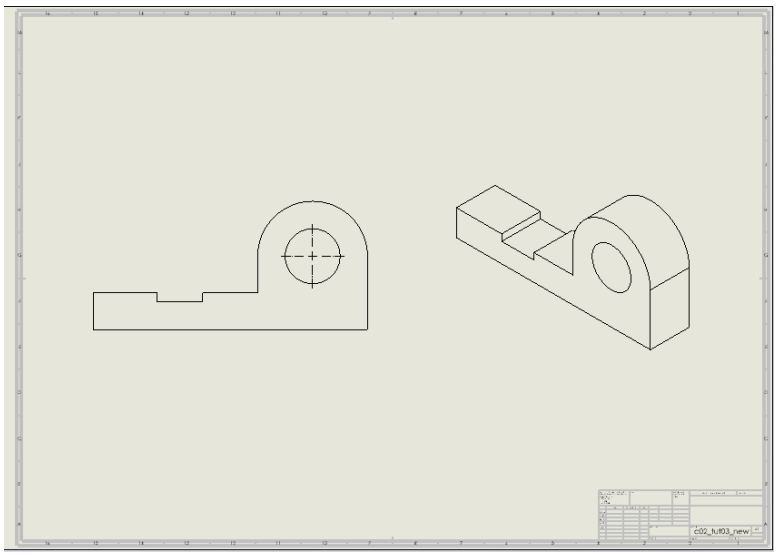

Figure 2-80 *Views placed on the drawing sheet*
3. Drag the **Isometric** view from the **View Palette** and place it at the top right corner of the drawing sheet, refer to Figure 2-80; the **View Palette** task pane is closed and the **Drawing View PropertyManager** is displayed.
5. Click on the **View Palette** tab to invoke the **View Palette** task pane again. Next, drag and drop the **Front** view on the sheet, refer to Figure 2-80; the **Projected View PropertyManager** is displayed and you are prompted to select a location to place the new view.